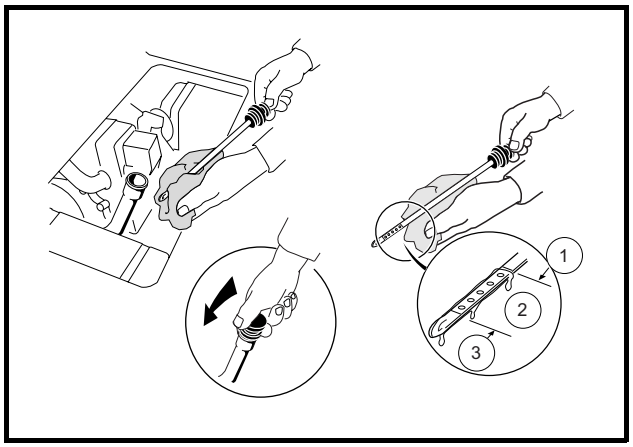

Figure 26 Engine Oil Level Check
1. Remove the oil level dipstick from the oil filler tube, and wipe oil off dipstick (1) **(Figure 26)**. **See following CAUTION.**